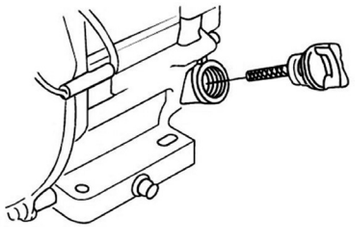

Рис. 5 Крышка-щуп маслозаливной горловины
2. Открутите крышку-щуп маслозаливной горловины и извлеките щуп (Рис. 5).